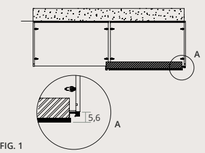

FIG. 1
- Ingombro ante in profondità Box Scorrevole Sovrapposto uguale a 5,6 cm (Fig. 1)
- Box with Overlapping Sliding Door dimensions in depth equal to 5.6 cm (Fig. 1)
- Tiefe der Fronten der Box mit überlappten Schiebetüren 5,6 cm (Abb. 1)
- Espacio ocupado puertas en profundidad Box Corredero Superpuesto igual a 5,6 cm (Fig. 1)
- Габариты раздвижных створок внахлестку бокса по глубине равны 5,6 см (Рис. 1)
- 重叠滑动门柜子深度中的门板尺寸等于5.6 cm (图1)